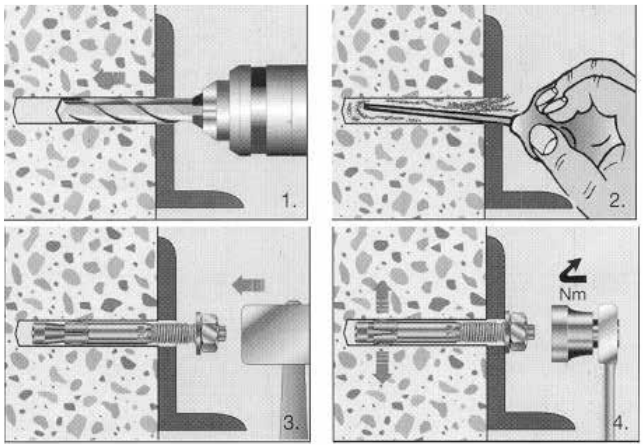

Abb. 3: Einbauanleitung Segmentanker
3) Bohren: ø 6 mm, mind. 55 mm tief. Bohrloch säubern (Abb. 3). Falls eine Türüberwachung integriert ist, muss noch eine zusätzliche Bohrung zur Kabeldurchführung geschaffen werden.
4) Nun Segmentanker in die Bohrlöcher schlagen (Abb. 3). Depot aufsetzen und mit einem Drehmomentschlüssel (6 Nm) verschrauben. Ggf. Kabel der Türüberwachung durch die geschaffene Bohrung ziehen und anschließen.